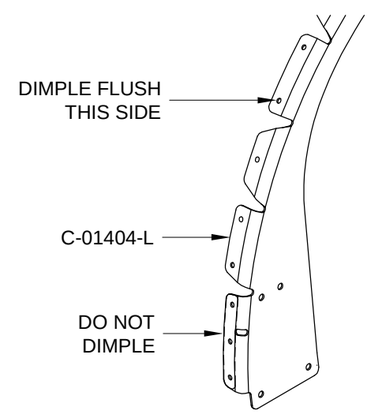

FIGURE 6: SUPPORT FLANGE DIMPLING
Step 7: Except as indicated, dimple all holes in the flanges of the C-01404-L & -R Support Flange as shown in Figure 6.